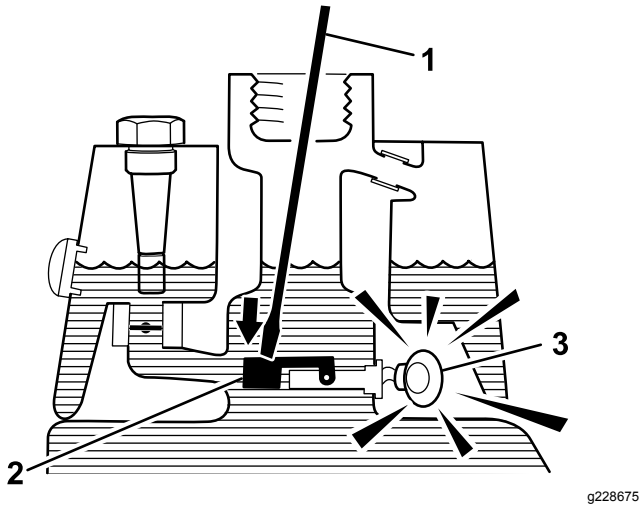

Figura 60
3. Inserite nel collo del serbatoio un'asta o un cacciavite puliti e premete con cautela il galleggiante dell'interruttore (Figura 60): dopo un secondo dovrebbe scattare l'allarme.